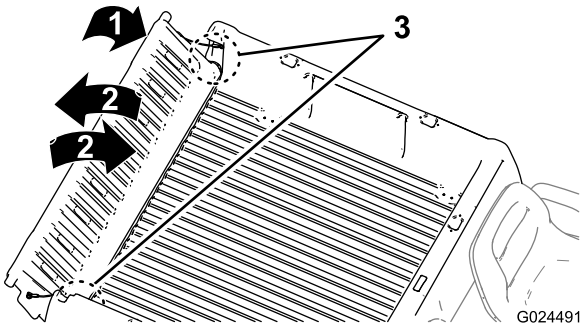

Figur 14
2. Fäll flakskyddet till ca 45° position (Figur 14).
3. Fäll flakskyddet fram och tillbaka flera gånger med en snabb skakande rörelse (Figur 14).